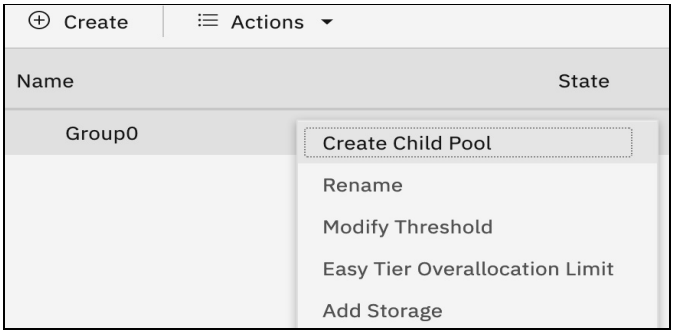

Figure 4-9 Right-click parent pool actions menu
b. Right-click the parent pool in which you want to create the child pool (see Figure 4-9).